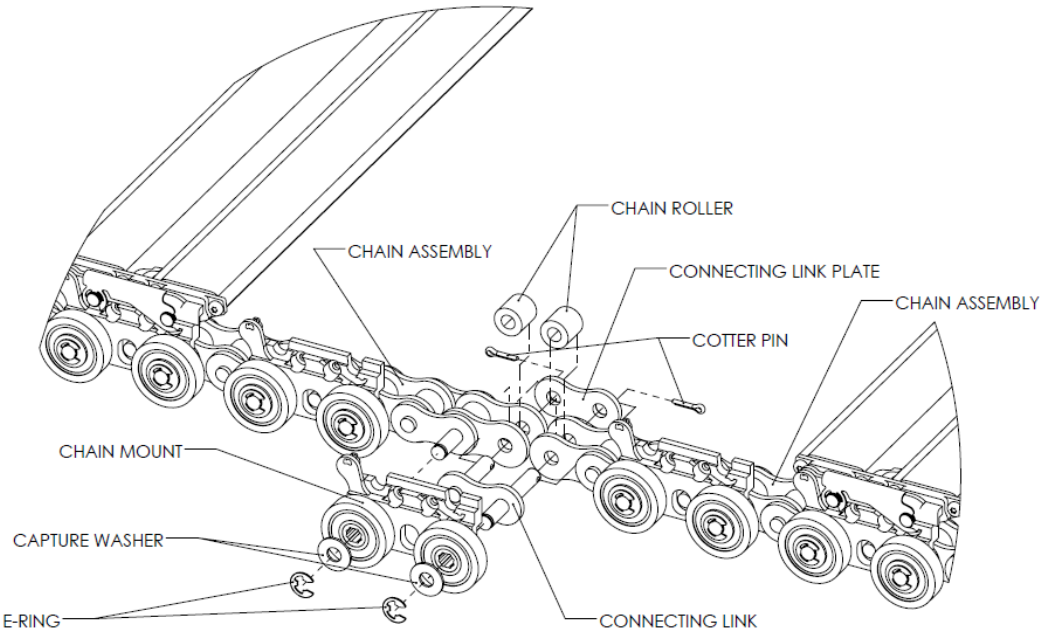

Figure 8-Chain Connection Detail
6. Join the chain sections with a connecting link, then install the chain mounts over the connecting link section. See Figure 8.